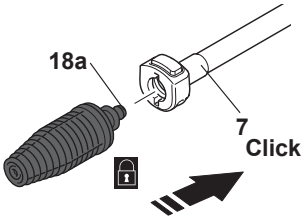

Fig. 5
3. Align the tongues (18a) of the nozzle with the grooves of the extension lance (7) connection port (Fig. 5).